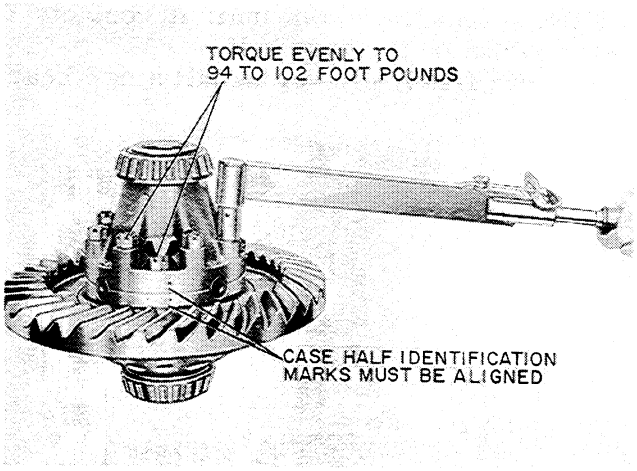

Figure T-67
8. Install the case half bolts and torque evenly to 94 to 102 foot pounds. Figure T-67.